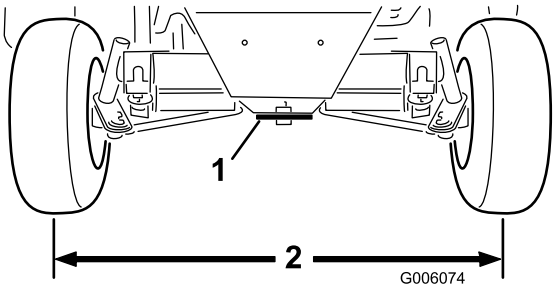

Figuur 67
2. Stel beide spoorstangen af totdat de afstand hart-op-hart aan de voorzijde en achterzijde van de achterwielen gelijk is (Figuur 67).